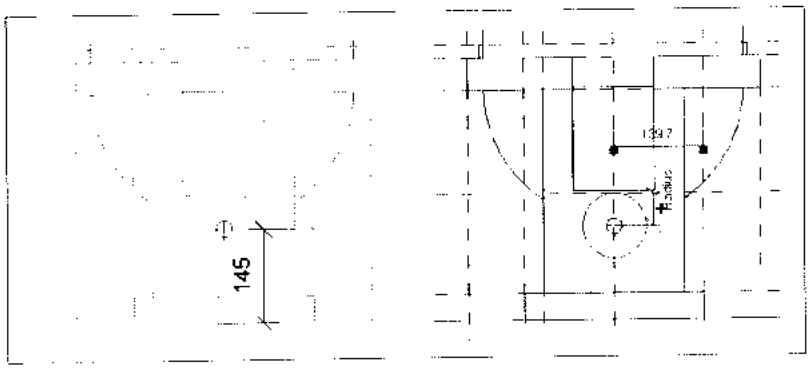

Рис. 40.27. *Перемещение канализационного соединителя на унитазе*
3. На базе существующего семейства унитазов создать вариант с задним расположением канализационного соединителя (рис. 40.27).